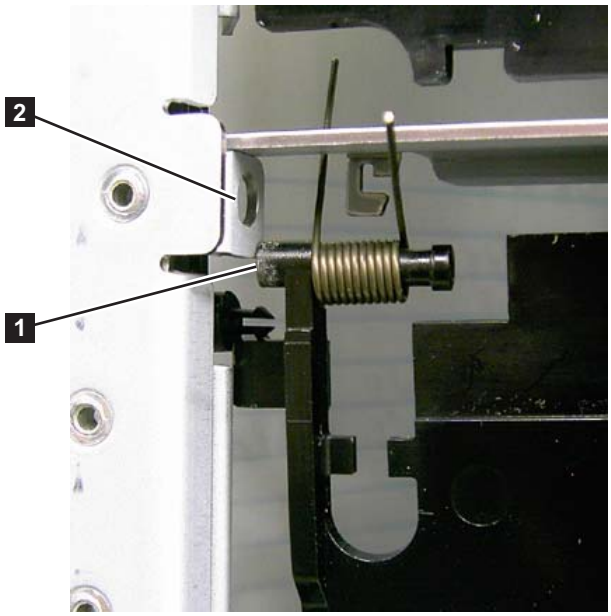

Figure 7-44. I/O Safety Flap Pivot Pin, Removed
6. Move the bottom flap to the right to remove the pivot pin (**1** in Figure 7-44 on page 7-41) from the pivot hole (**1** in Figure 7-44 on page 7-41). The bottom flap can now be removed from the library.